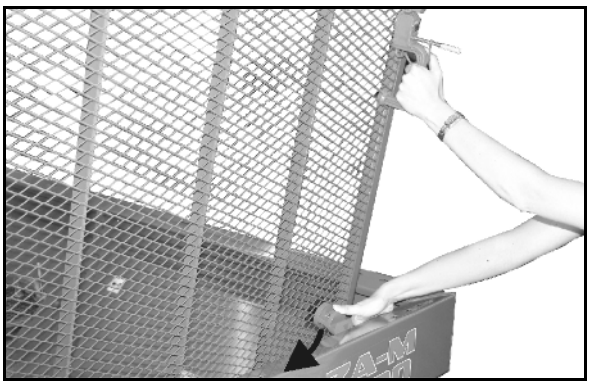

図. 18
3. タンクの縁のロックがカチッと音を立ててはまるまで、保護グリッドを上に開きます (図 18)。
- 保護グリッドを閉じる前に、ロックを押し込んでください (図 18)。